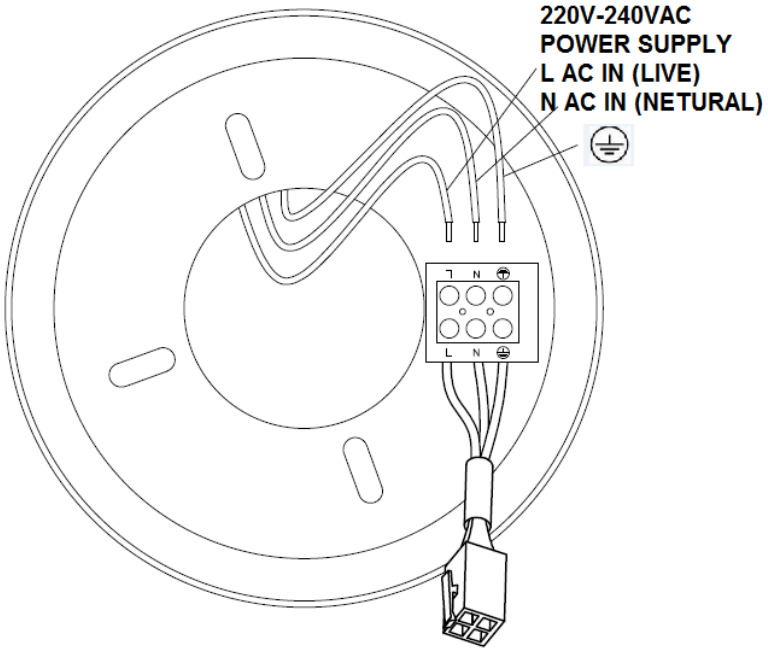

Abb. 4
- Führen Sie die Verkabelung gemäß dem nachfolgenden Schaltdiagramm aus. (Abbildung 4).
VORBEREITUNG UND AUSFÜHRUNG DES ELEKTRISCHEN SCHALTDIAGRAMMS --- SCHALTDIAGRAMM (Abb. 4)